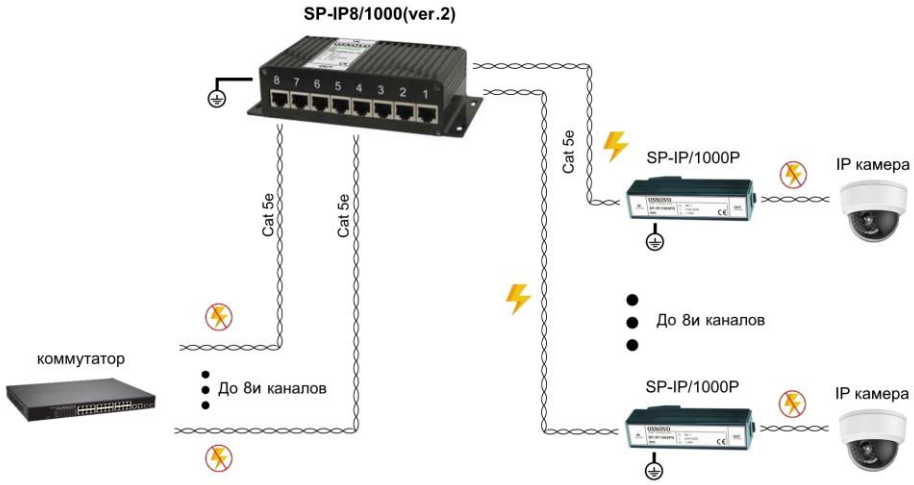
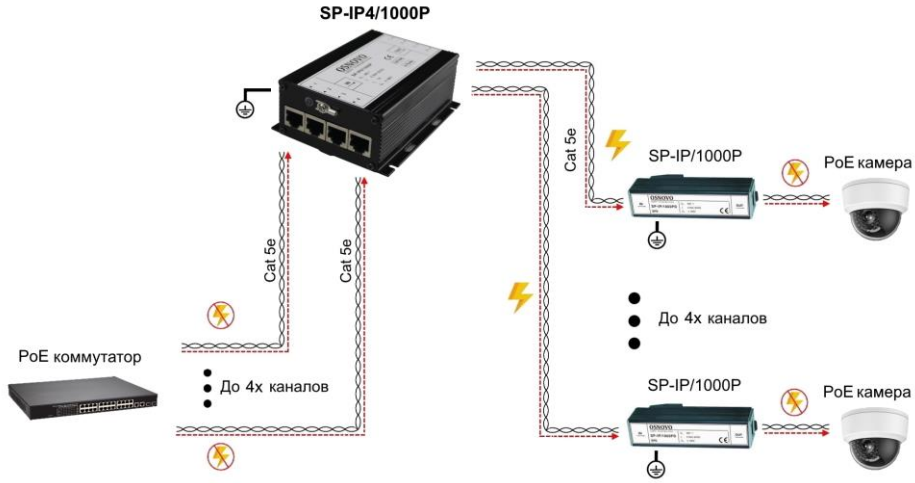

Рис.8 Схема подключения устройства грозозащиты на примере SP-IP8/1000(ver.2).
Рис.9 Схема подключения устройства грозозащиты на примере SP-IP4/1000P.
- Для повышения защищенности оконечных устройств от повреждения рекомендуется использовать грозозащиту с каждого конца линии (Рис.8, Рис.9).